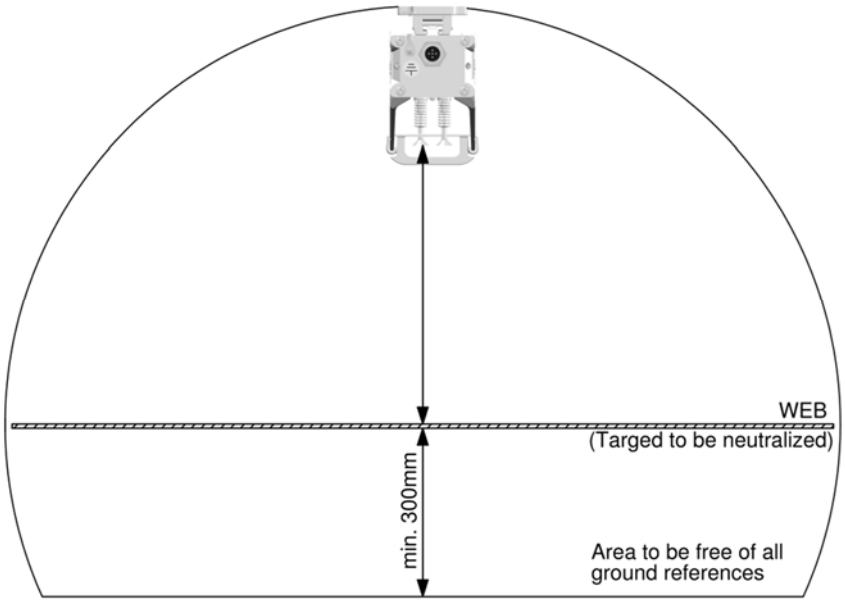

Abbildung 5
- **Um ein optimales Ergebnis zu erzielen, muss der Ionensprühstab gemäß Abbildung 5 montiert werden.**